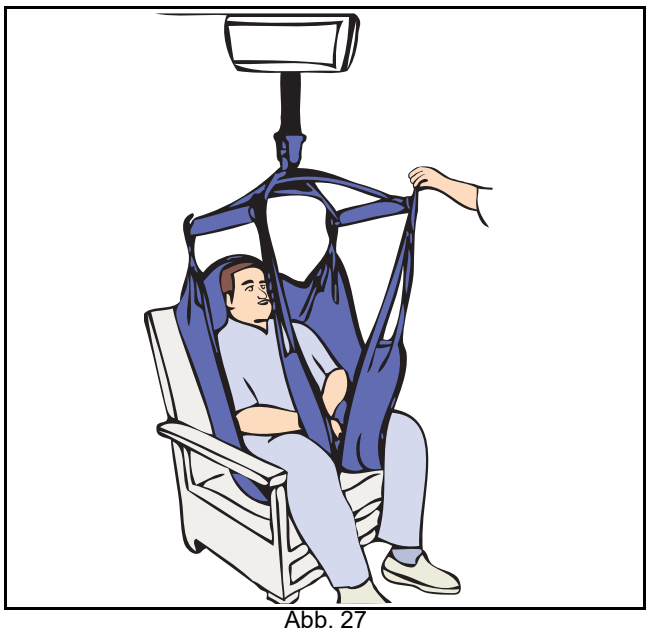

Abb. 27
4) Transferieren Sie den Bewohner/Patienten entweder in einen Stuhl oder bringen Sie ihn auf ein Bett, indem Sie den Bewohner/Patient in die gewünschte Stellung bringen und dann senken (siehe Abb. 27).